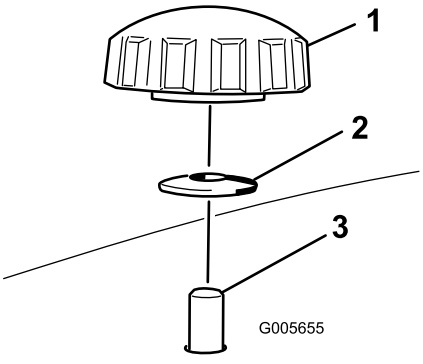
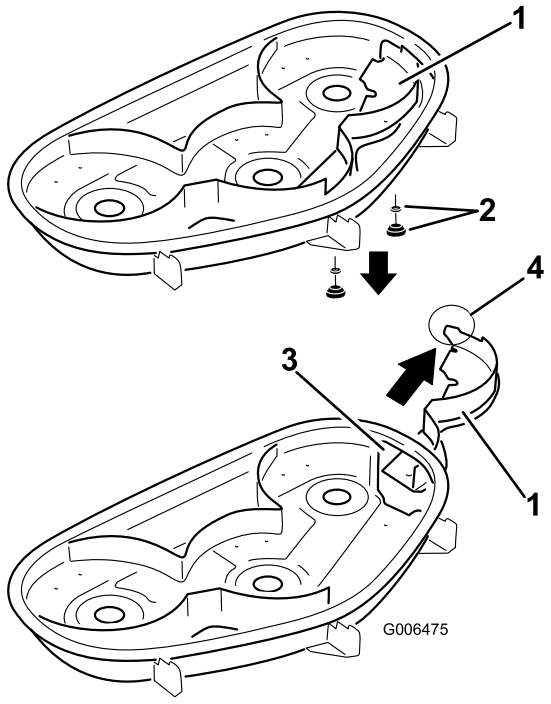

Figur 29
Figur 30
4. Ta bort de två vred och böjda brickor som fäster höger skärm vid klipparen, så som det visas i Figur 29.
5. Ta bort höger skärm och sänk ned gräsriktaren över utkastaröppningen, så som det visas i Figur 30 och Figur 29.
4. För höger skärm genom utkastaröppningen och fäst den med två vred och böjda brickor (böjda sidan mot klipparen), så som det visas i Figur 29 och Figur 30.